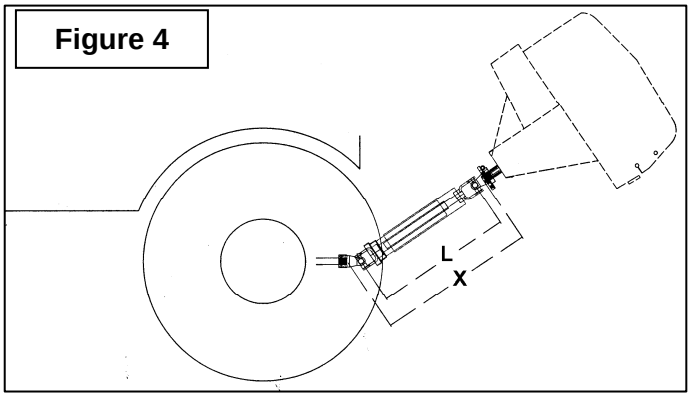

Figure 4
1. Pour déterminer la longueur **"L"** de votre modèle de tracteur, il faut d'abord trouver le facteur **"X"** (figure 4) en mesurant la distance horizontale entre le bout de l'arbre de commande du tracteur et le bout de l'arbre entraîné lorsque la souffleuse est en position de transport tel qu'illustré.